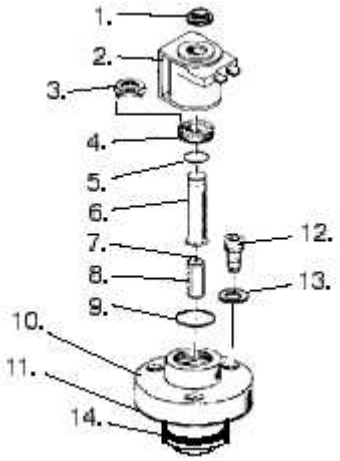

Рисунок 4-10. Система отключения
3. Снимите накидную гайку внутренней трубки (поз.4 рис.4-10), используя съемник(поз. 3), поставляемый с каждым ремкомплектом.